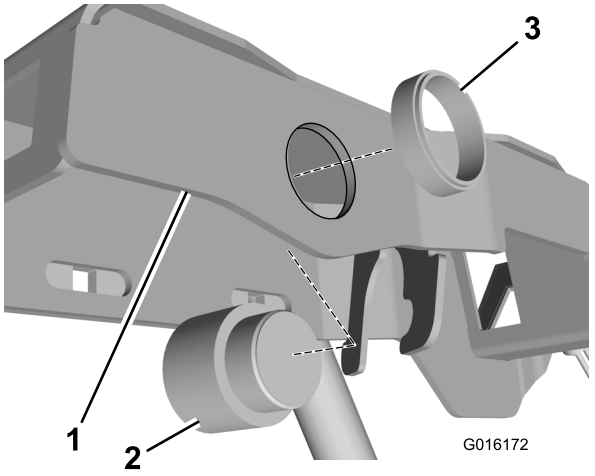

Figur 1
6. Installera ljudlarmet i konsolarmsramen (Figur 1).